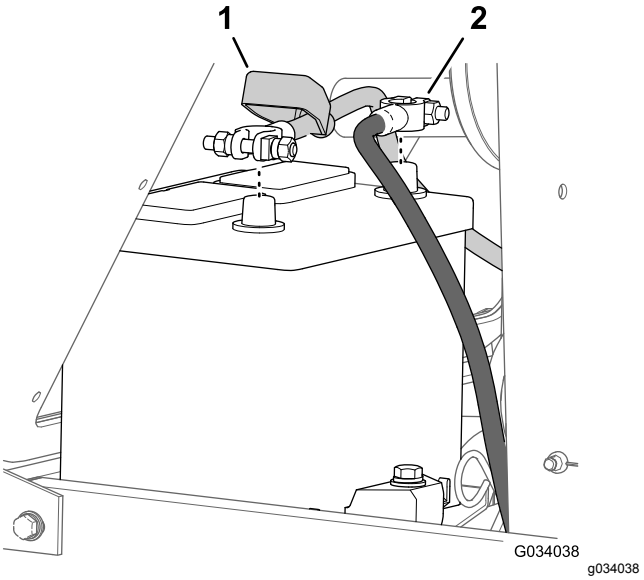

Figur 53
2. Koppla loss minuskabeln (-) från batteripolen (Figur 53).
3. Skjut bort isoleringskåpan från batterikabelns klämma (Figur 53).
4. Lossa pluskabeln (+) från batteripolen (Figur 53).
7. Anslut kablarna. Pluskabeln (+) ska anslutas till batteriets pluspol (Figur 53).
8. Anslut minuskabeln (-) till batteriets minuspol (Figur 53).